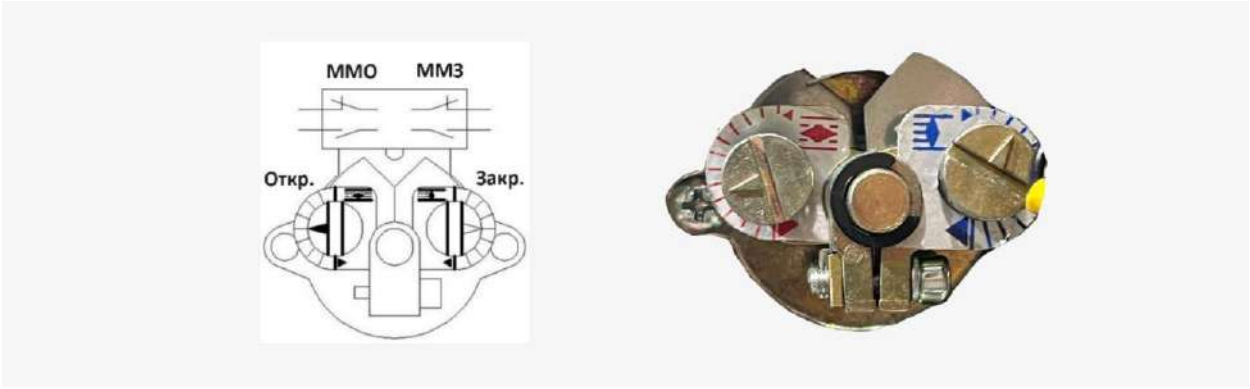

Рис. 6. Блок моментных выключателей
2.4.2 Вращением соответствующего настроечного винта положений «ОТКРЫТО» или «ЗАКРЫТО» изменить момент срабатывания муфты моментных выключателей (ММО) и (ММЗ) (рис. 6). При настройке крутящего момента ориентироваться на флажок-указатель и градуированную шкалу настроечного винта.